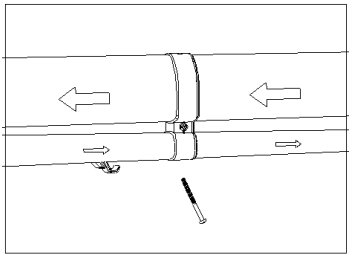
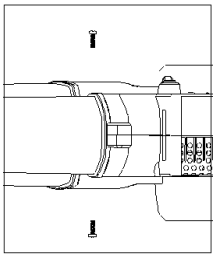
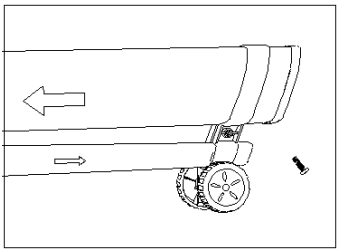

Рис.3
Рис.4
Рис.5
Монтаж (Рис.3 Рис.4 и Рис.5)
13. Извадете двете смукателни/нагнетателни тръби, корпуса на листосъбирача, 1 комплект колела + скоба, четири винта. Потребителят трябва да вземе тръба 2-1, да я вкара в тръба 2-2, да затегне винта (ST4 x 50), докато тръбите са добре свързани. Вижте рис. 3. След това поставете цялата тръба в корпуса на машината и закрепете с другите два доставени винта (ST4 x 16), вижте фиг. четири.
14. 2. Вижте рис. 5, задръжте скобата на колелото и го монтирайте в правилното положение на тръбата 2-1 и след това затегнете винта ST4 x16.